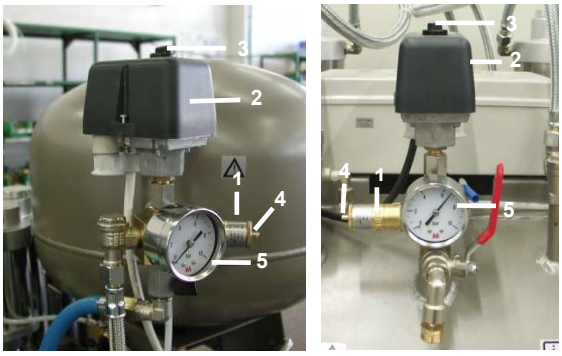
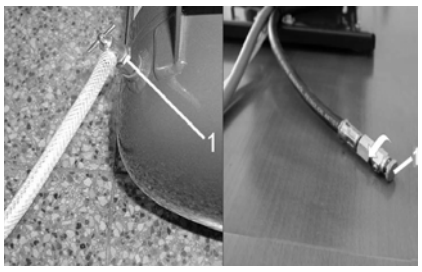
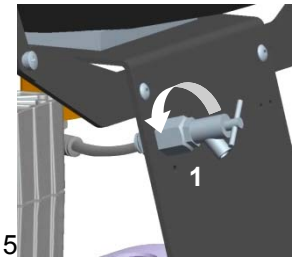

Rys.13
Rys.14
Rys.15 DK50 2V
(Rys. 13)
(Rys.13)
Sprężarki bez suszarki powietrza (Rys.14, Rys.15)
Jeżeli sprężarka przez dłuższy okres nie będzie eksploatowana, poleca się spuścić kondensat ze zbiornika ciśnieniowego, a sprężarkę uruchomić na około 10 minut z otwartym zaworem do spuszczania kondensatu (1) (Rys.14, Rys.15). Potem sprężarkę (3) należy wyłączyć przełącznikiem włącznika ciśnieniowego (2) (Rys.13) zamknąć zawór do wypuszczania kondensatu i urządzenie odłączyć od sieci elektrycznej.
- Obniżyć ciśnienie powietrza zbiornika ciśnieniowego przez otwarcie zaworu służącego do wypuszczania kondensatu (1) (Rys.14, Rys.15).